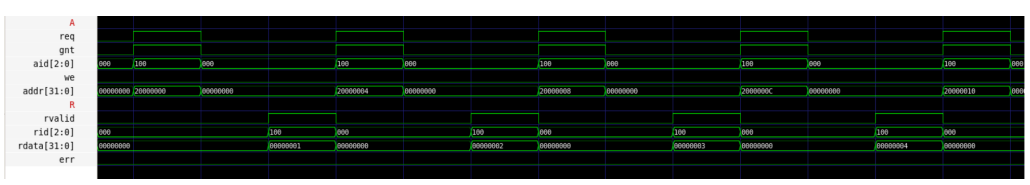

Figure 4: Expected waveform for OBI requests and responses within the modified User ROM module.
Compare your waveform with the one in Figure 4 below. Note that depending on your C code the core may be slower to issue ROM read requests.
- In your simulation, is the CVE2 core slower to issue requests than in Figure 4? If yes, do you have an idea why? You don't need to implement changes now.